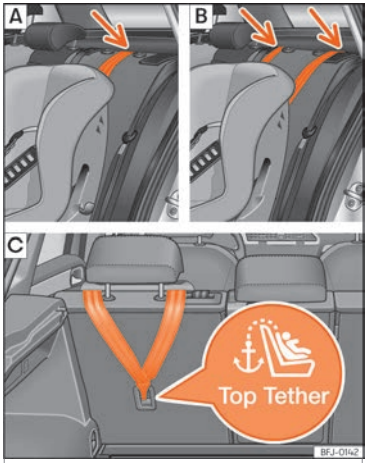
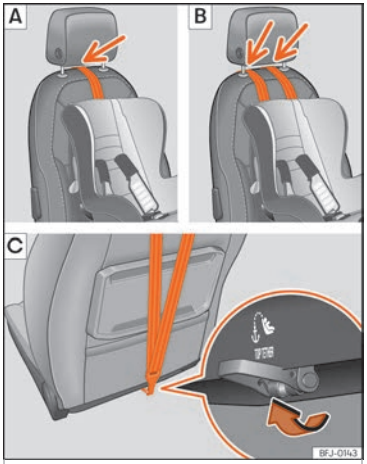

Fig. 39 Sedili laterali della seconda fila: regolazione e montaggio in base alla cintura Top Tether.
Fig. 40 Sedile del passeggero anteriore: regolazione e montaggio in base alla cintura Top Tether.
Gli occhielli Top Tether si trovano nella zona posteriore degli schienali posteriori (dietro lo schienale o nella zona del bagagliaio) ››› fig. 40. Nel caso del sedile del passeggero, l’occhiello si trova sotto lo schienale del sedile ››› fig. 40.
- Innestare il seggiolino sugli occhielli di fissaggio "ISOFIX" ››› fig. 37 e ››› fig. 38 finché non si sente scattare il blocco. Se il seggiolino è dotato del sistema di ancoraggio Top Tether, agganciarlo all'occhiello corrispondente ››› fig. 39, ››› fig. 40. Seguire le istruzioni del produttore.
- Posizionare la cinghia sotto il poggiatesta del sedile posteriore ››› fig. 39 A o B, ››› fig. 40 A o B (in base alle istruzioni del seggiolino stesso, alzare o rimuovere il poggiatesta, se necessario).
- Far scorrere la cinghia e fissarla correttamente al punto di aggancio della parte posteriore dello schienale ››› fig. 39 C, ››› fig. 40 C.